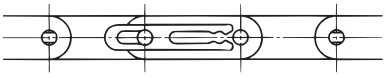

图18. 将卡簧插入销的沟槽内
1) 卡簧用于RF2060、RS60以下链条的连接链节。连接时，请将连接链板插入销后，再将卡簧牢靠插入连接链节的销的沟槽内（图18、19）。